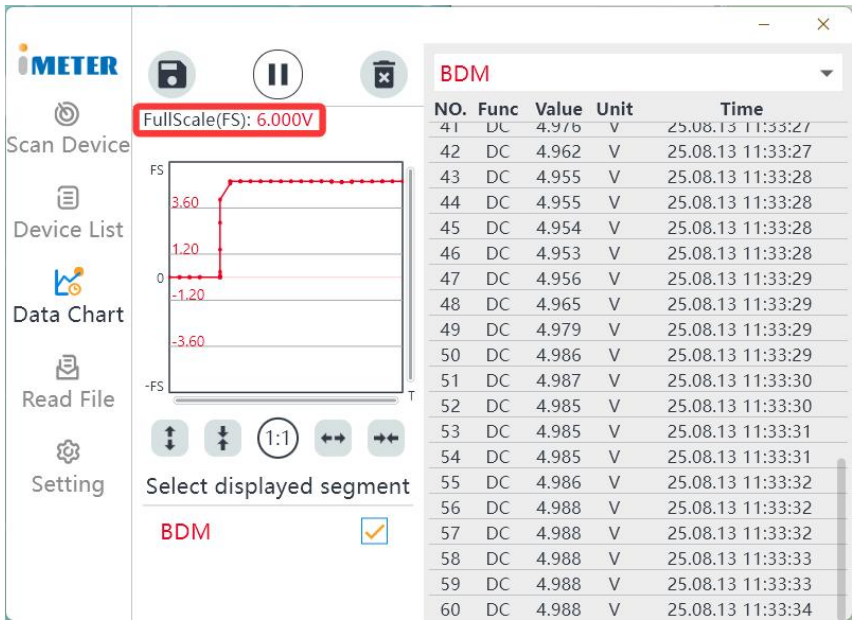

Figure 1
- Figure 1：The reading is 4.988V,the decimal point comes before the second place in the reading. Adding a decimal to the second digit of 6000 gives a full scale of 6.000V.